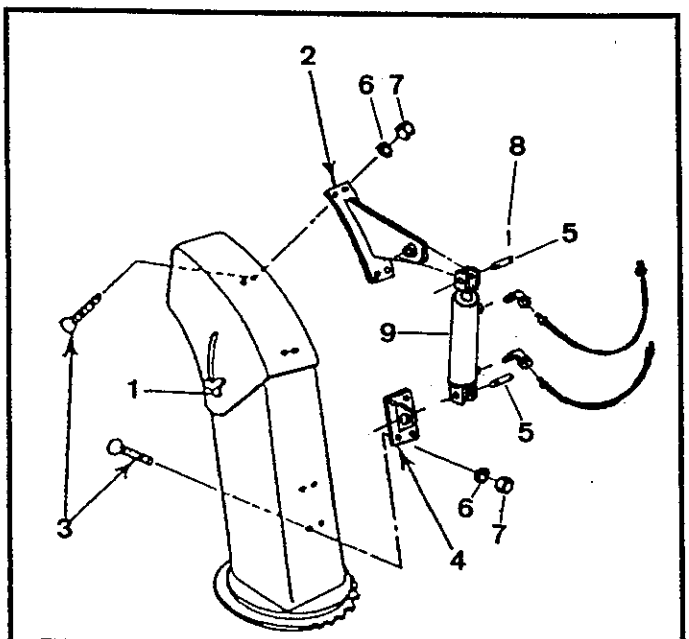

FIGURE 15
a) Remove the two manual adjustment knobs (fig.15, item 1) and bolts from each side of deflector and replace with two 5/16" x 3/4" carriage bolts, using original nylon washers and two nylon lock nuts, leaving 1/16" play.
b) Place hydraulic cylinder support bracket (fig.15, item 2) on center of chute deflector, flush with bottom edge of deflector. Using this bracket as a template, drill four 11/32" holes in deflector, and bolt in place with four 5/16" x 3/4" allen flat socket capscrew, lockwashers and nuts (fig.15, items 3-6-7), with the capscrew heads inside the chute. Tighten so that capscrew heads sink flush to inside surface of deflector.
c) Retract hydraulic cylinder rod (fig.15, item 9) completely and secure to deflector bracket (fig.15, item 2) and chute bracket (fig.15, item 4) which will be installed in section "d" (next), using the two cylinder pins (fig.15, item 5). Block with the two cotter pins (fig.15, item 8). Secure loosely to permit movement.
d) Open deflector to maximum so that the hydraulic cylinder rod retracts completely. Place chute bracket (fig.15, item 4) on the center (left to right) rear of chute and using bracket as a template, drill four 11/32" holes in chute. Bolt bracket to chute using four 5/16" x 3/4" allen flat socket cap screw, lockwashers and nuts (fig.15, items 3-6-7), with the capscrew heads inside the chute. Tighten so that capscrew heads sink flush with inside surface of the chute.
e) Install a 90 degree elbow 3/8" male x 1/4" pivoting female (fig.15,item 4) in each cylinder port using thread sealant. With cylinder ports facing you and base end to your left, set both elbows at approximately 2 o'clock. Attach the 48" hose to cylinder base end elbow and the 54" hose to rod end elbow.